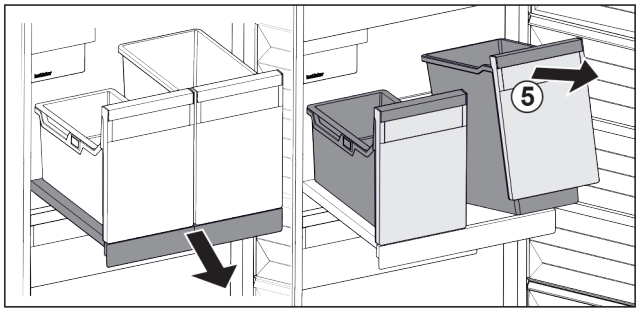

Fig. 139
▶ Bak *Fig. 139 (5)* aan voorzijde optillen.